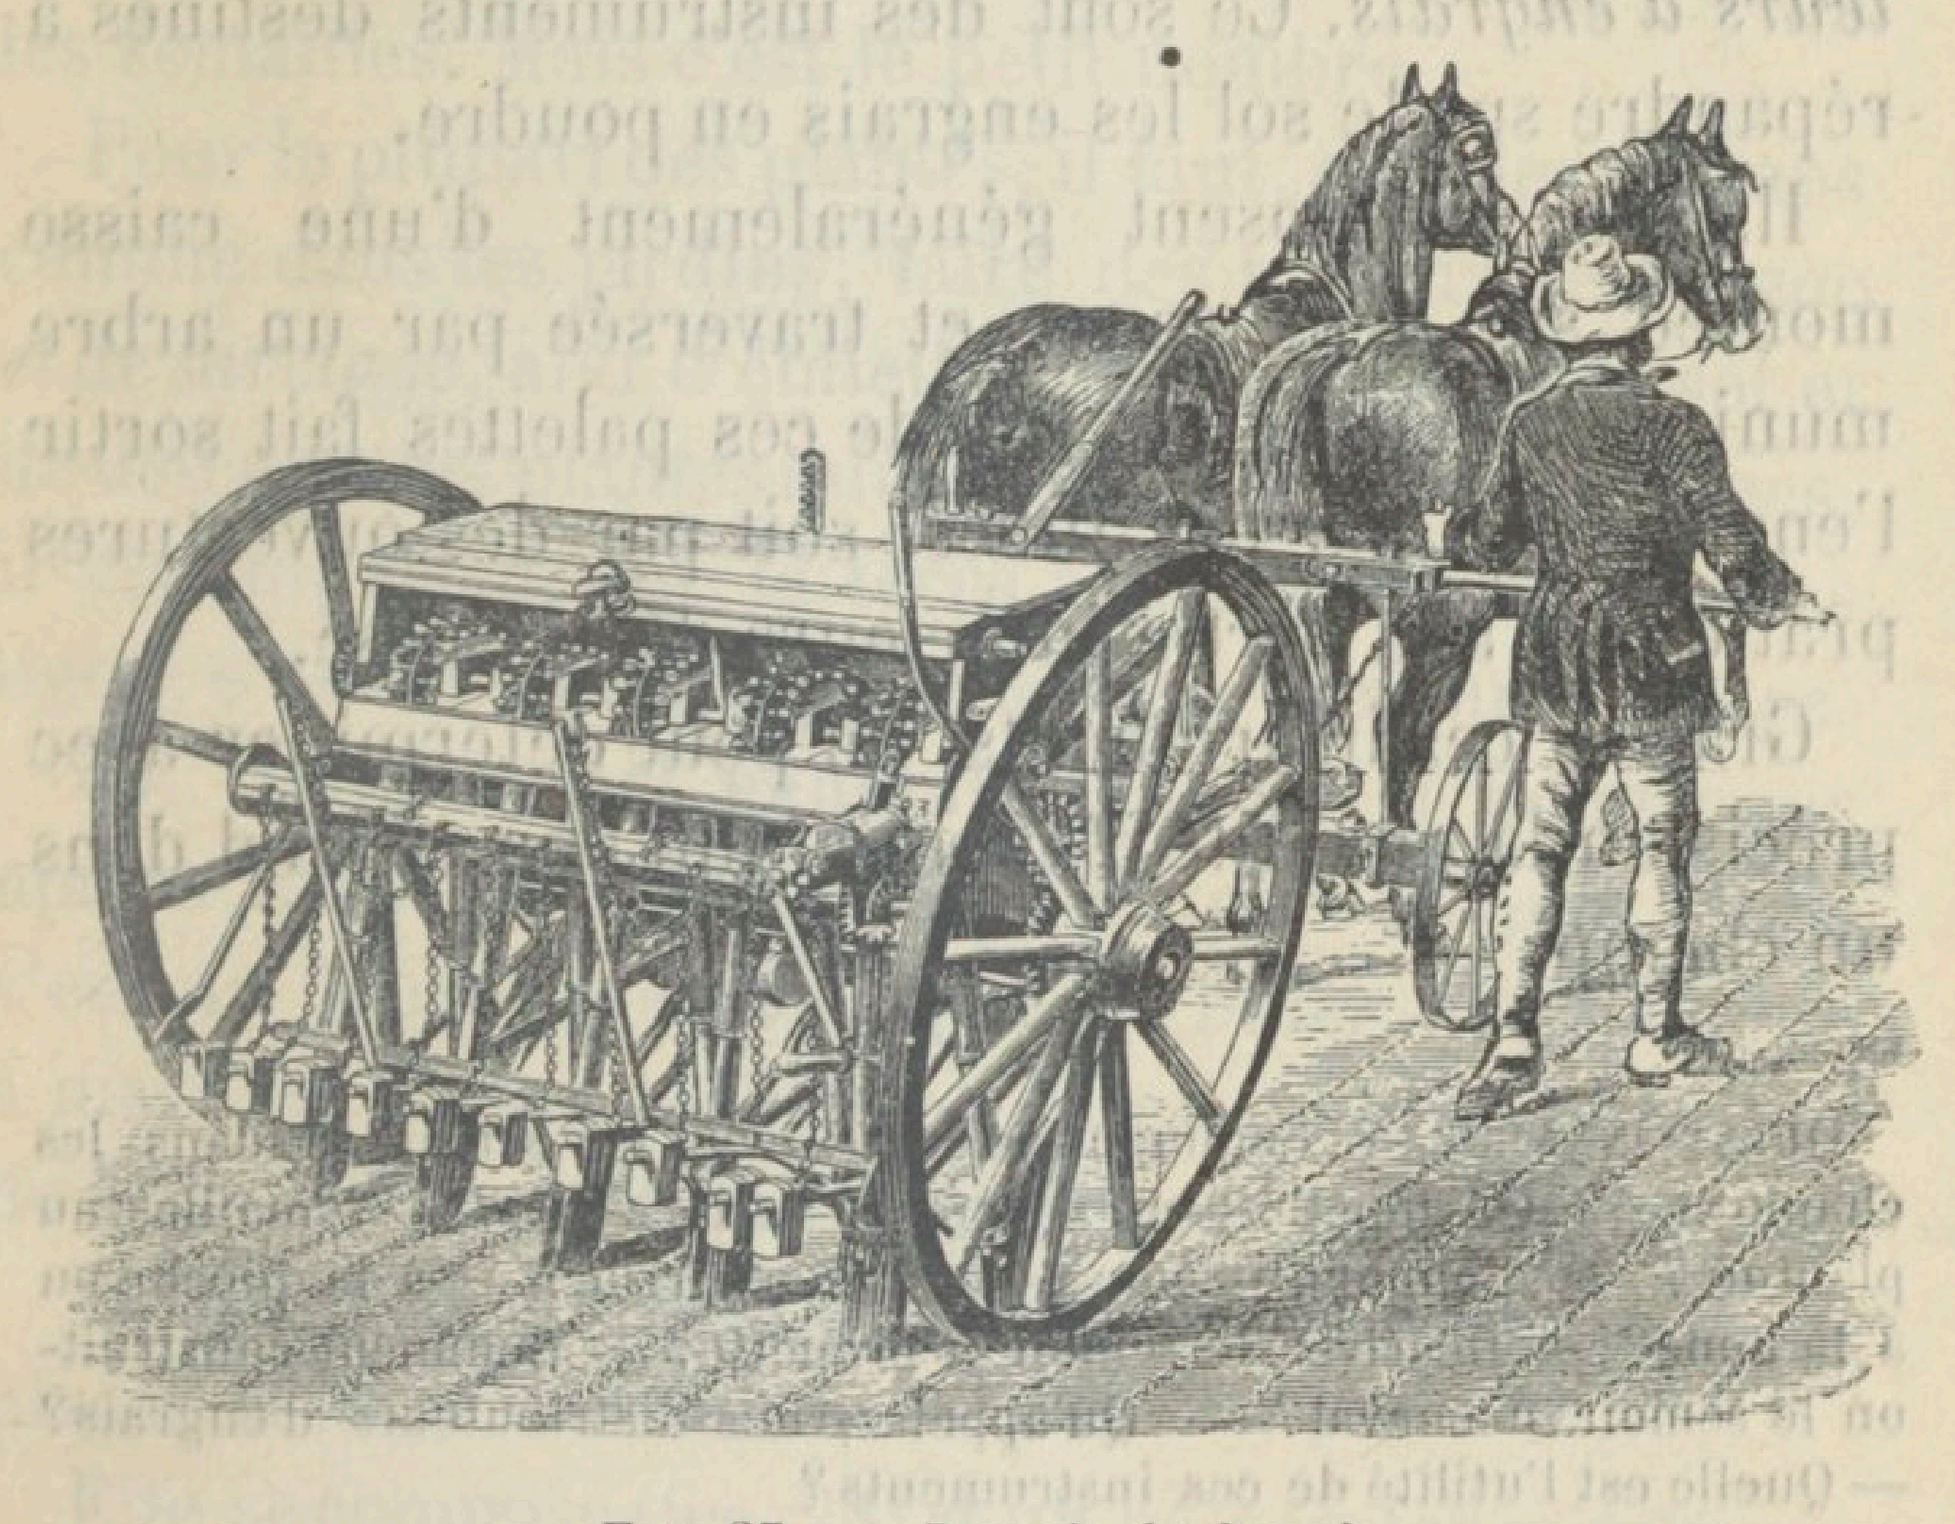

Fig. 27. — Semoir à cheval.
41. — Les *semoirs à cheval* (fig. 27) sont plus grands et plus compliqués.